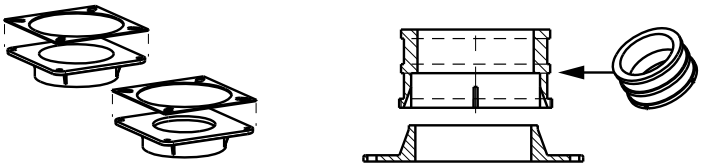

Fig. 59 – Vent Coupling and Adapter with Gaskets
1. Apply the gaskets to the vent pipe and combustion air pipe adapters. If supplied, remove and discard round center "slug" from interior of gasket (Fig. 59).